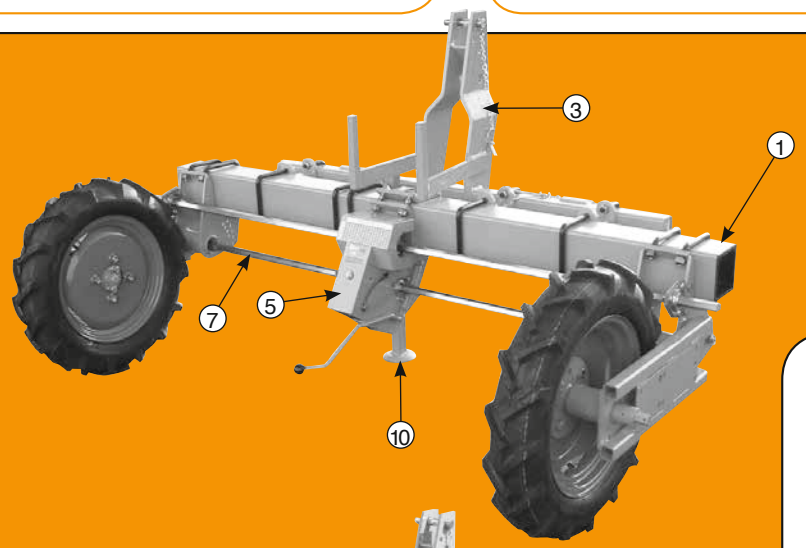

Fig. 1
• D'une barre porte-outils ① dont la longueur dépend du nombre de rangs et de l'inter-rangs.
- en version «Maraîcher» ③ (fig. 1 - 2).
- Soit en version simple entraînement ④ pour utilisation avec boîte de distances ⑤ (fig. 1) dans le cas d'inter-rangs supérieurs à 36 cm.
• A toolbar ① the length of which depends on the number of rows and the row spacing.
- in the «vegetable» version ③ (fig. 1 - 2).
- Either in simple standard version ④ for use with spacing gearbox ⑤ (fig. 1) for planters with spacing gearbox ⑤ (fig. 1) for planters with row spacings of more than 36 cm (14'').
• Ein Rahmen ① - dessen Länge von der Anzahl der Reihen und dem Reihenabstand abhängt.
- in der «Gemüse» Version ③ (Fig. 1 - 2).
- entweder in der einfachen Standard-Version ④ zum Gebrauch mit dem zentralen Getriebe ⑤ (Fig. 1) für Sämaschinen mit Reihenabständen von mehr als 36 cm (14'').
• Una barra porta-elementos ① cuya longitud depende del número de filas y del espacio entrefilas.
- en versión «horticola» ③ (fig. 1 - 2).
- En versión simple tracción ④ para utili con caja de distancias ⑤ (fig. 1) en caso de entrefilas superior a 36 cm.